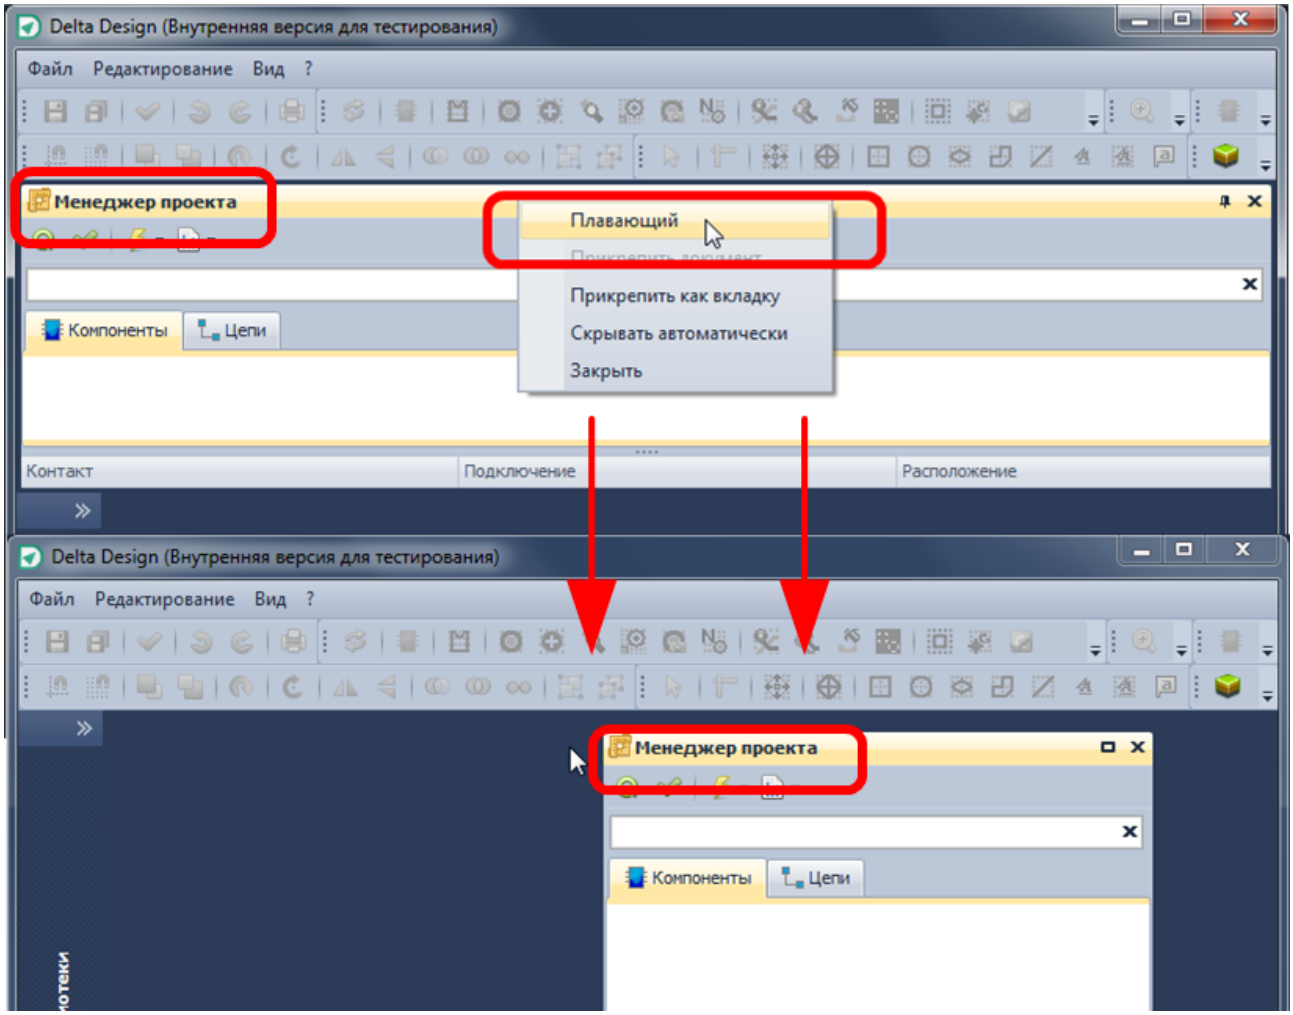

Рис. 9. Отображение элемента интерфейса в виде отдельного окна
- *Плавающий* – данный пункт переводит элемент в свободное (незакрепленное положение), пригодное для свободного перемещения, в том числе за пределами основного окна программы, см. Рис. 9.